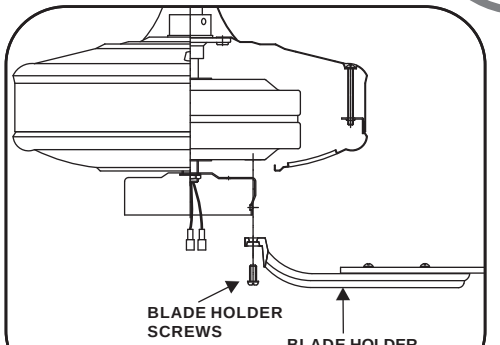

Fig. 17
**Step 2. Rotate the motor so that the screw holes in motor are aligned with the holes in blade holder and secure with proper screws. Repeat process for the other blade holders. (Fig. 17)**